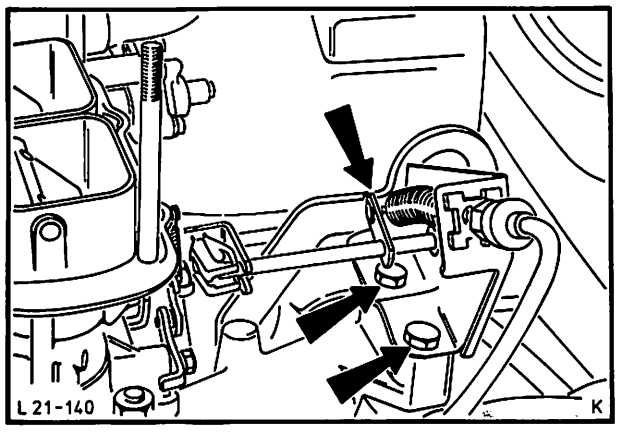

Abb. 15 Gaszug einhängen und Halter befestigen
16. Gaszug am Gasgestänge einhängen und Halter montieren, Abb. 15. Beim „D"-Motor Wassereinlaßrohr komplett anbauen.